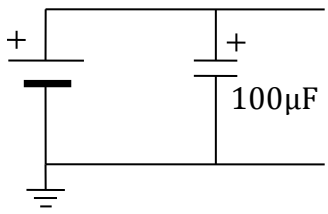

Figure 1.10: Connecting 100μF across the positive and negative rails.
Later in the course, you will learn how to design counters. For now we only need to know what they do and how to configure them for proper operation. Figure 1.10 shows a schematic diagram and connections for 7493 IC as a four-bit counter. The counter is driven by either a push-button pulser or a clock. The digital outputs of the counter are $Q_A, Q_B, Q_C,$ and $Q_D$with Q_A and Q_D being the least and most significant bits, respectively. At the arrival of each pulse or clock, the counter increments by one until all digital outputs are HIGH (15) and then reset back to the state where all the digital outputs are LOW (0). This pattern repeats with continuous application of pulse or clock. Table 1.2 shows the digital output pattern of the counter as it counts from 0 to 15. As can be seen from the table, the counter can be used to generate all input combinations required for testing combinational circuits with upto four inputs.
2. In order to reduce noise and interference on the power supply as well as ensure a stable voltage level, large capacitors, in the order of 10μF – 100μF are often placed across the power supply rails as illustrated below. This is a common practice in all forms of electronics and one which students are encouraged to follow. Therefore, connect the supplied 100μF capacitor as shown in Figure 1.10 Make sure you place the capacitor in the right orientation with respect to its polarity!